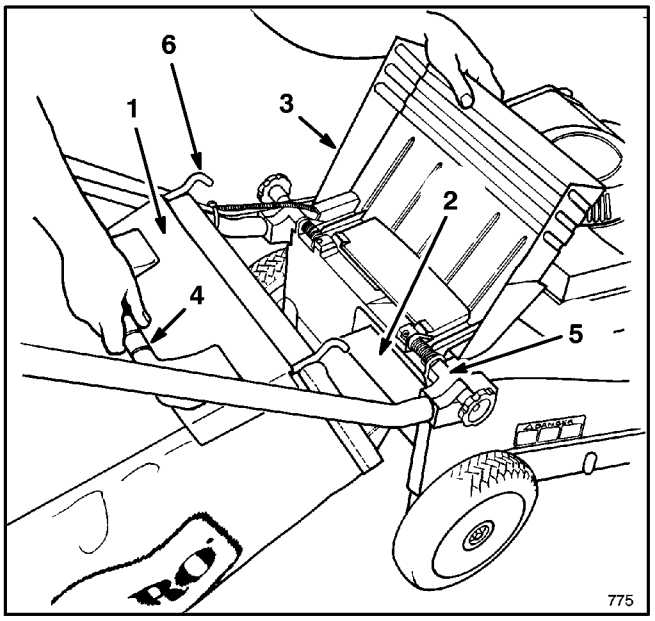
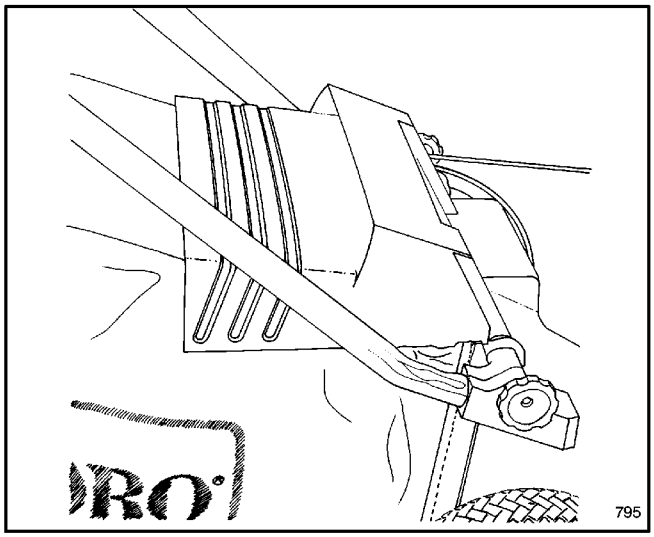

Abbildung 14
Abbildung 15
2. SACK ANBRINGEN—Die Auswurfklappe anheben, den Ansatz des Sacks in die Auswurföffnung schieben und den Sackrahmen auf den Haltebolzen am Gehäuse schieben (Abb. 14). Die Auswurfklappe soll auf der Oberseite des Sacks aufliegen (Abb. 15).